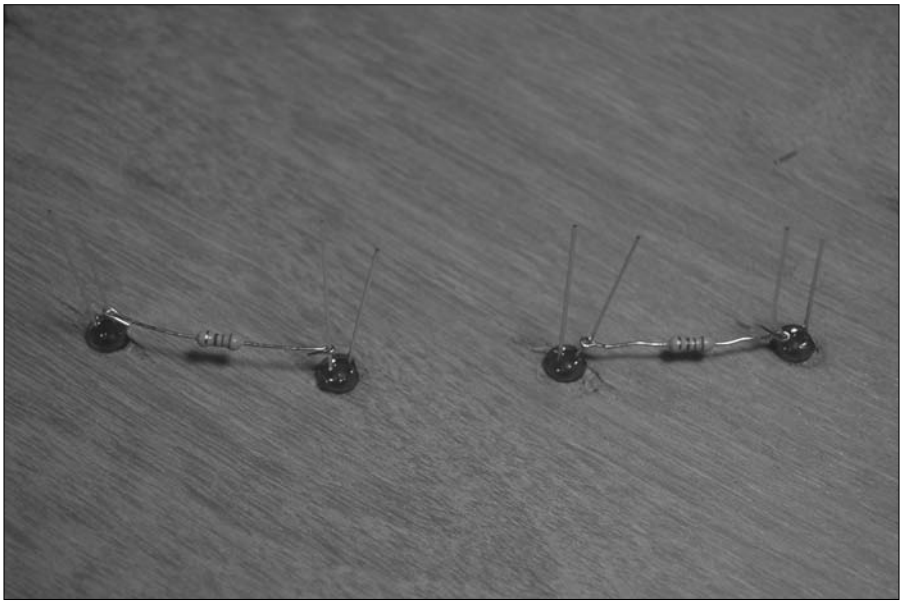

Figure 10-16: Attach resistors to LEDs.
7. **Attach resistors between every other LED, as shown in Figure 10-16.**